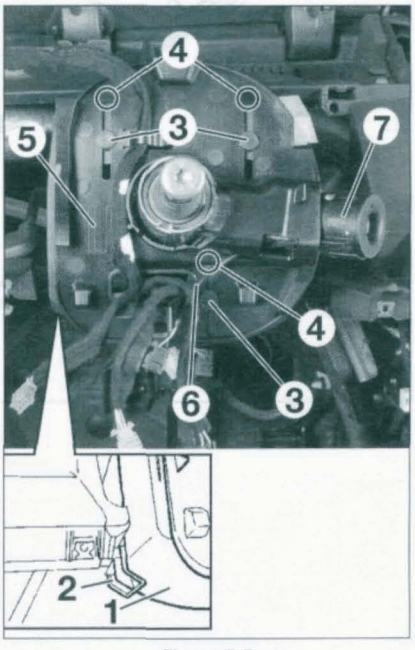

Figure 5-5
• Dégrafer l'habillage (1) des glissières (2) **(figure 5-5)**.